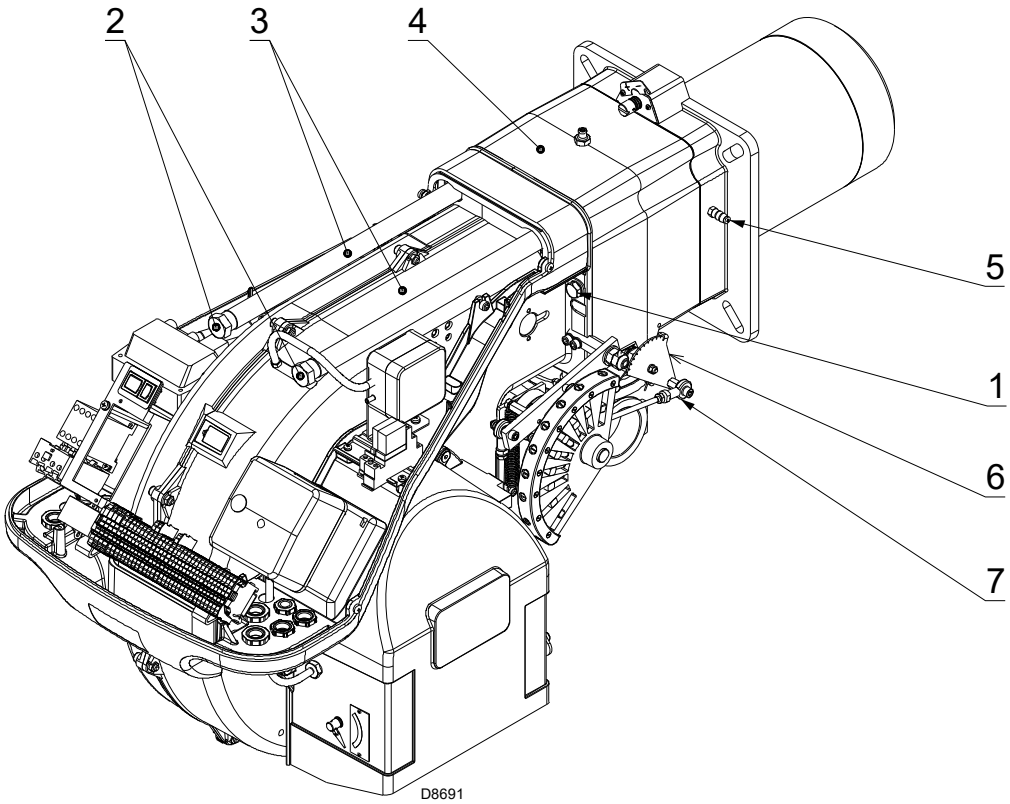

Afb. 15
- ➤ monteer de brander terug op de geleiders 3) op ongeveer 100 mm van de mof 4) - brander in de stand uitgelegd op Afb. 15;
- ➤ breng de sonde- en elektrodekabels in en schuif dan de brander tot tegen de mof, brander in de stand uitgelegd op Afb. 15;